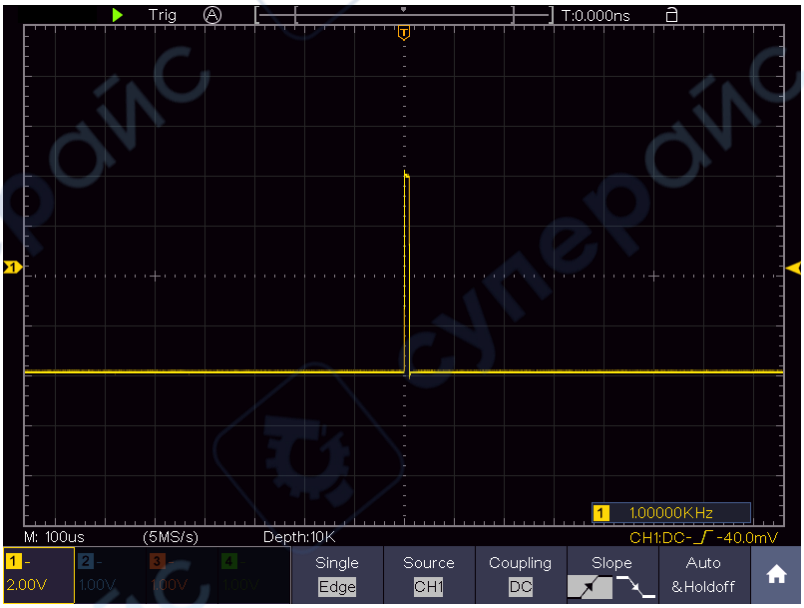

Figure 9-3 Capturing a Single Signal
(2) Push **CH1** button to select CH1, adjust the **Vertical Scale** and **Horizontal Scale** knobs to set up a proper vertical and horizontal ranges for the signal to be observed.
(3) Push the **Acquire** button to display the Acquire menu.
(4) Select **Acqu Mode** in the bottom menu. Select **Peak Detect** in the right menu.
(5) Push the **Trigger Menu** button to display the Trigger menu.
(6) Select the first menu item in the bottom menu. Select **Single** in the right menu.
(7) In the left menu, select **Edge** as the mode.
(8) Select **Source** in the bottom menu. Select **CH1** in the right menu.
(9) Select **Coupling** in the bottom menu. Select **DC** in the right menu.
(10) In the bottom menu, select **Slope** as (rising**)**.
(11) Turn the **Trigger Level** knob and adjust the trigger level to the roughly 50% of the signal to be measured.
(12) Check the Trigger State Indicator on the top of the screen, if it is not Ready, push down the **Run/Stop** button and start acquiring**,** wait for trigger to happen. If a signal reaches to the set trigger level, one sampling will be made and then displayed in the screen. By using this approach, a random pulse can be captured easily. For instance, if we want to find a burst burr of high amplitude, set the trigger level to a slightly higher value of the average signal level, push the **Run/Stop** button and wait a trigger. Once there is a burr occurring, the instrument will trigger automatically and record the waveform during the period around the trigger time. By turning the **Horizontal Position** knob in the horizontal control area in the panel, you can change the horizontal triggering position to obtain the negative delay, making an easy observation of the waveform before the burr occurs (see *Figure 9-3*).